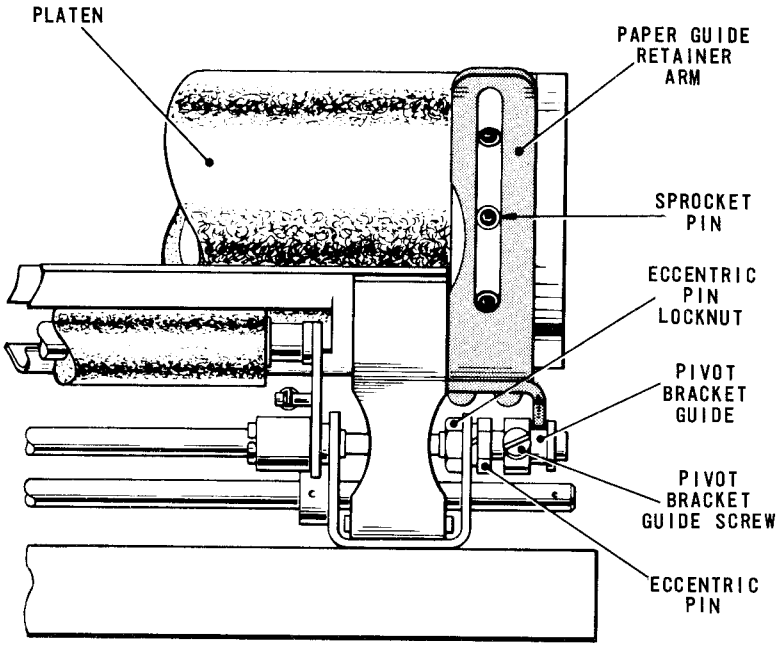

Fig. 4.40 PAPER GUIDE RETAINER
44.6 With the right-hand paper guide retainer arm, Fig.4.40, located in the groove in its pivot bracket guide, check that the slot in the retainer arm is positioned symmetrically about the right-hand sprocket pins. Repeat this check with the left-hand guide retainer arm.
45.1 Turn the platen by hand and check that the clearance between the paper guide retainer arms, Fig.4.40, and the platen is sufficient to allow the required thickness of paper to pass smoothly.